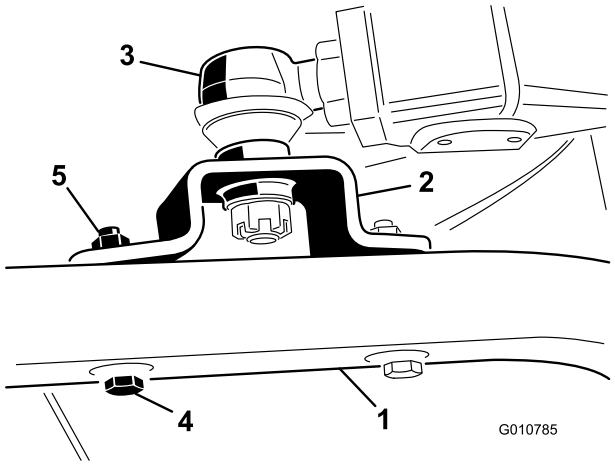

Figur 6
4. Fäst kulledsfästena på varje svänghjulsarm med 2 huvudskruvar (7/16 x 3 tum) och flänsmuttrar (7/16 tum) (Figur 6).
5. Dra åt den stora kontramuttern som fäster kulleden på lyftarmen (Figur 6).